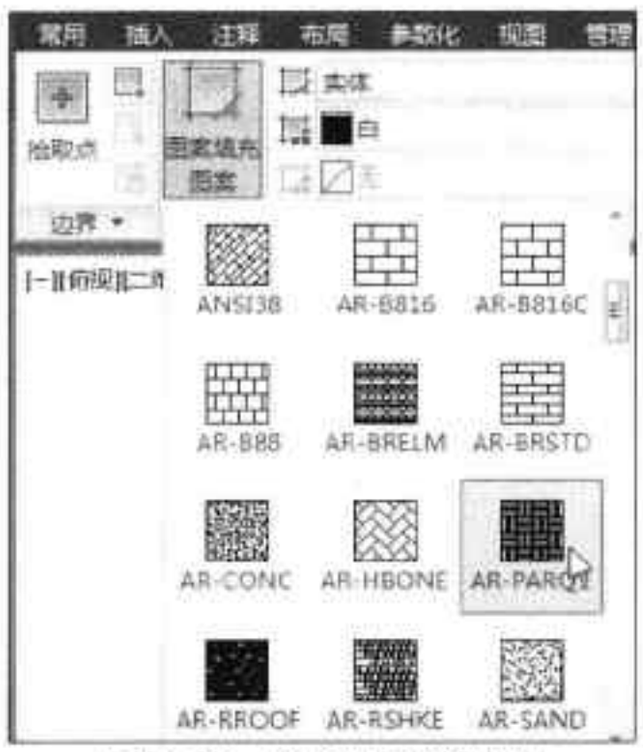

图6-61 选择填充的图案
Step 01 打开所需图形，执行“默认 > 绘图 > 图案填充”命令，在打开的“图案填充创建”面板中单击“图案 > 图案填充图案”选项，在其下拉列表中选择合适的图案，如图 6-61 所示。